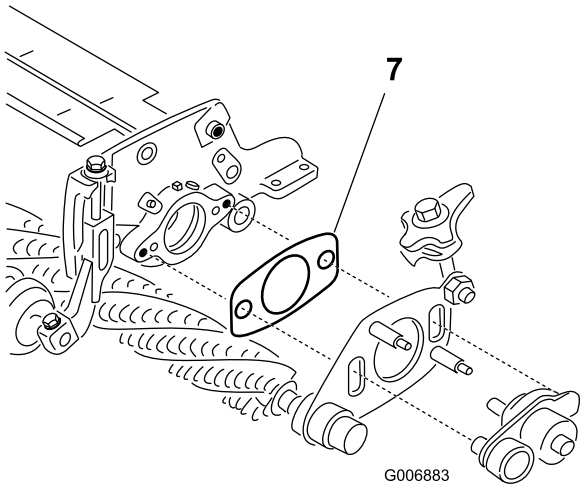

Figura 48
7. Certifique-se de que o espaçador (Figura 48) entre a placa articulada do lado da transmissão do rastelo e a placa lateral da unidade de corte não é apertado pelo encaixe do eixo. O espaçador deve poder mover-se livremente.